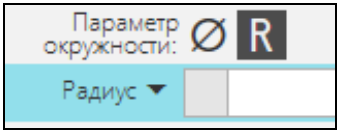

Рис. 5.12
9) Активизируйте команду ***Окружность***, переключитесь на ***Панели параметров*** на ***Параметр окружности*** – ***Радиус*** (рис. 5.12).